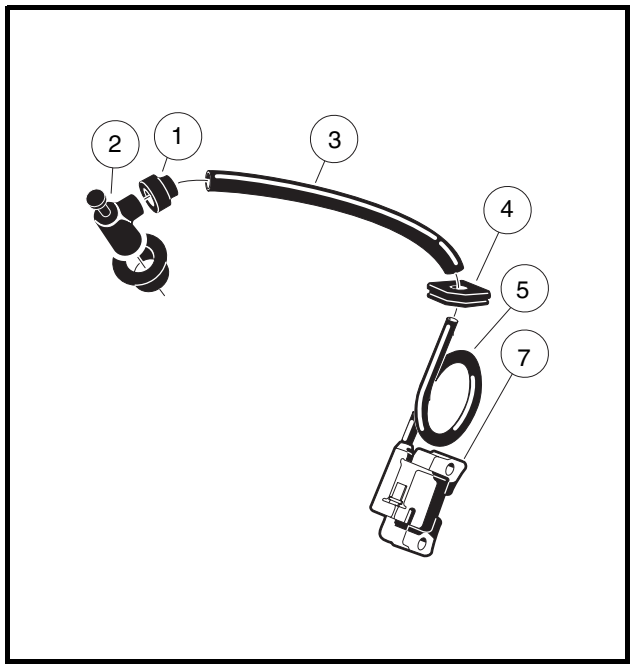

Figure 11-28 Ignition Coil and Cap
4.1. Remove the rubber gasket (1) on the plug cap (2) by rolling back the gasket onto the spark plug wire (3) **(Figure 11-28, Page 11-30)**.